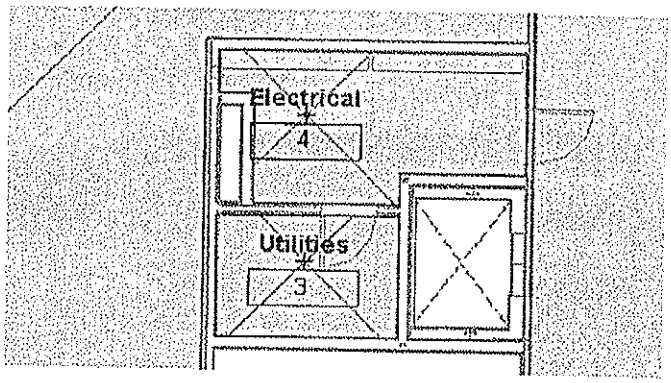

Figure 6–24
- Wall type functions can be specified in the Type Parameters as shown in Figure 6–25. **Interior** and **Core-shaft** *Function* types are considered interior whether they have a space on the other side of the wall or not.